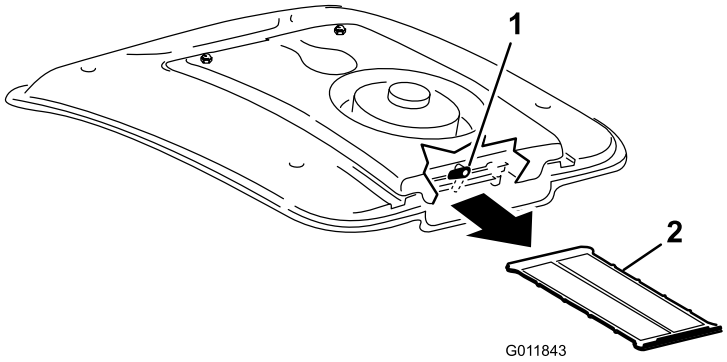

Figur 90
2. Vrid spärren längst bak på fläktmonteringen åt sidan (Figur 90).
3. För ut luftkonditioneringsfiltret från under luftkonditioneringsspolen (Figur 90).
4. Rengör filtret noga med tryckluft (Figur 90).